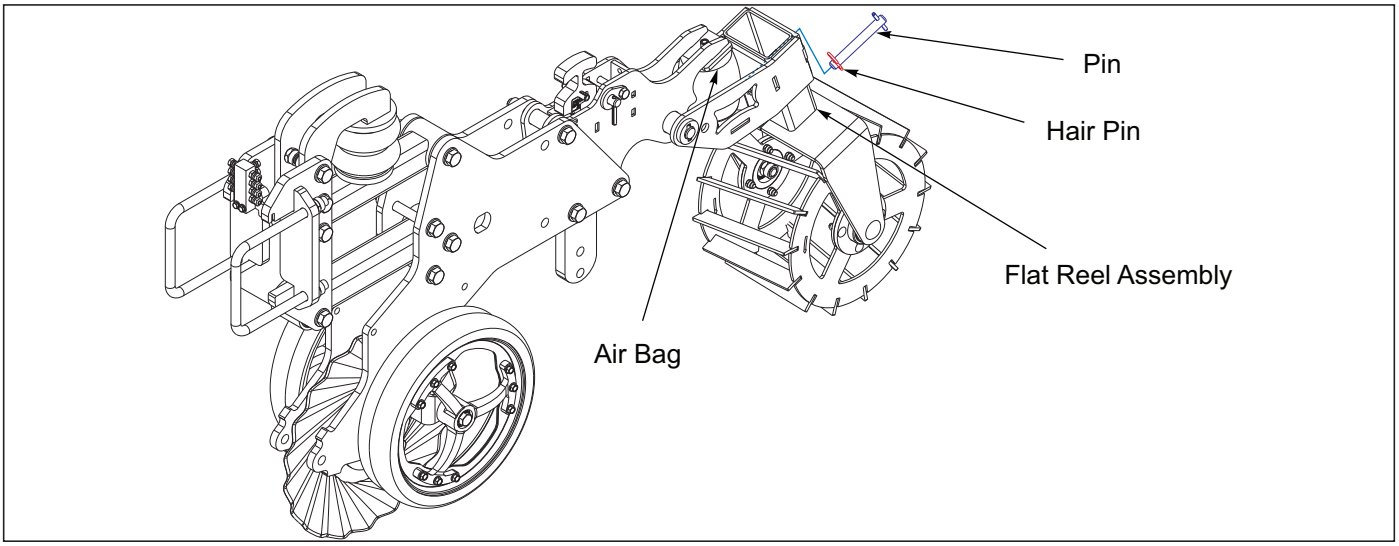

Figure 4-15: Flat Finishing Reel Adjustment
1. There are 2 holes provided for the flat reel assembly depth ***See Figure 4-15***.